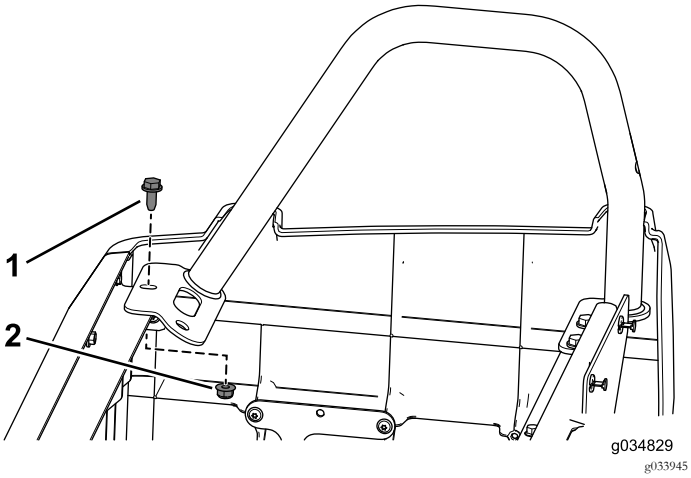

Рисунок 53
1. Удалите передний фланцевый болт и фланцевую гайку на правом боковом ограничителе (Рисунок 53).